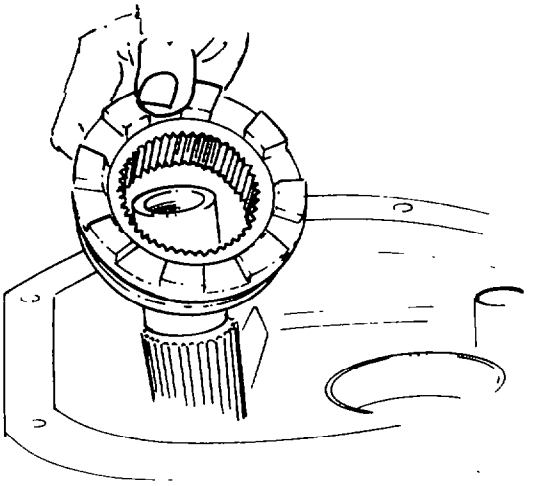

Fig. 224 — Removing Sliding Clutch
k. Remove the front drive sliding clutch from the front drive shaft (see fig. 224).